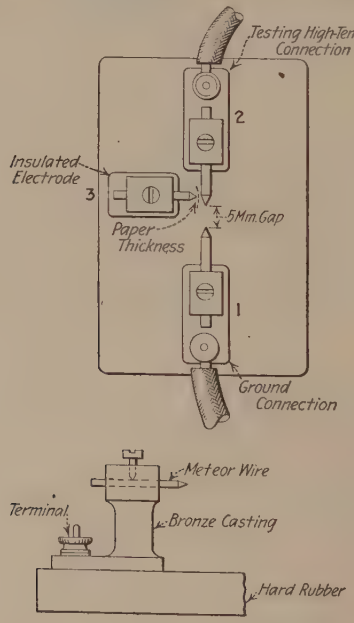

Fig. 120.—Testing magnetos.
3. Provide necessary amount of test spark gaps, one for each high-tension terminal on the magneto, see Fig. 120. Clean test spark gaps with